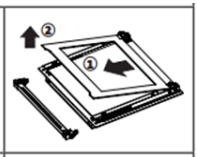

Abbildung 19
1. Drücken Sie die Kunststoffverriegelungen auf der linken und rechten Seite, wie in Abbildung 17 dargestellt, und heben Sie das Profil an, indem Sie es zu sich hinziehen, wie in Abbildung 18 dargestellt. Das Glas ist frei, nachdem das Profil entfernt wurde, wie in Abbildung 19 dargestellt. Ziehen Sie das freigewordene Glas vorsichtig zu sich heran. Falls erforderlich, kann das mittlere Glas auf dieselbe Weise entfernt werden. Das äußere Glas ist fest mit dem Profil der Backofentür verbunden. Nach dem Trennen der Scheiben können Sie diese leicht reinigen. Nach Abschluss der Reinigungs- und Wartungsarbeiten können Sie die Scheiben und das Profil wieder einsetzen, indem Sie den Ausbau in umgekehrter Reihenfolge durchführen. Achten Sie darauf, dass das Glas in der richtigen Richtung eingesetzt wird und dass das Profil richtig sitzt.